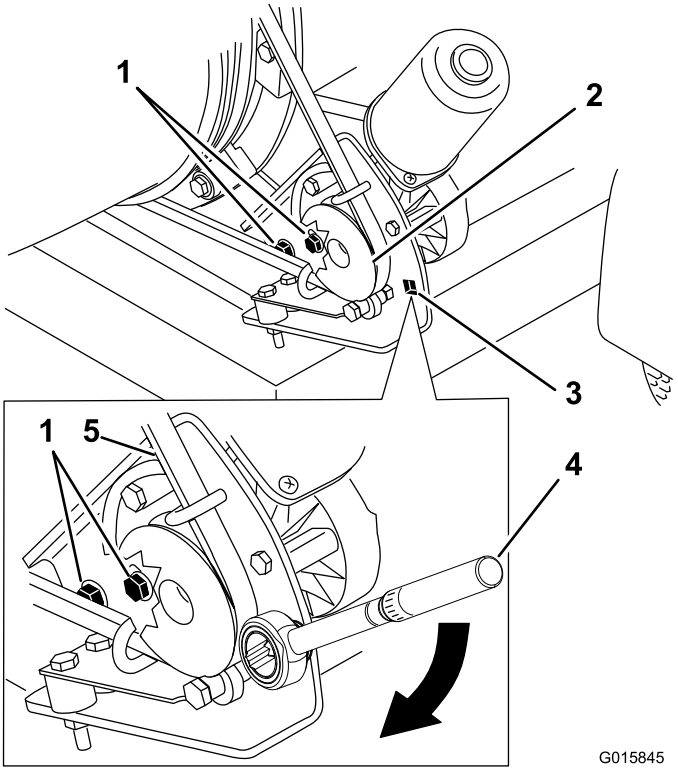

Rysunek 30
1. Odkręć śruby mocujące wspornik koła pasowego do ramy dmuchawy (Rysunek 30).
2. Zamocuj klucz dynamometryczny do wspornika koła pasowego (Rysunek 30).
3. Odchylaj wspornik koła pasowego w kierunku od dyszy, aż klucz dynamometryczny wskaże wartość od 22,6 do 26,0 N-m (Rysunek 30).